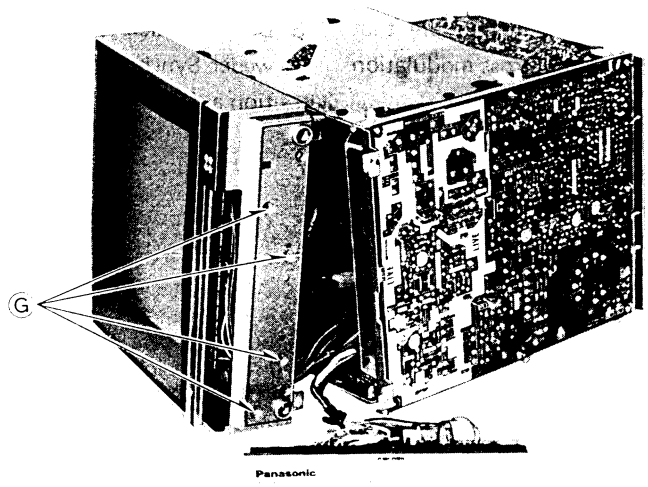

Fig. 7
1. Remove 4 screws Ⓖ as shown in fig. 7.
1. 4 Schrauben Ⓖ entfernen, wie in Abb. 7.